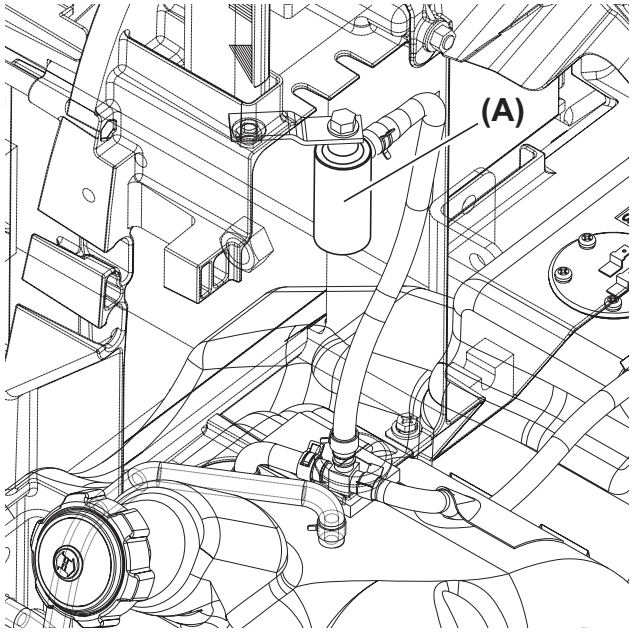

Fig. 4
2. Remove the fuel tank breather **(Fig. 4, (A))** from the column bracket.